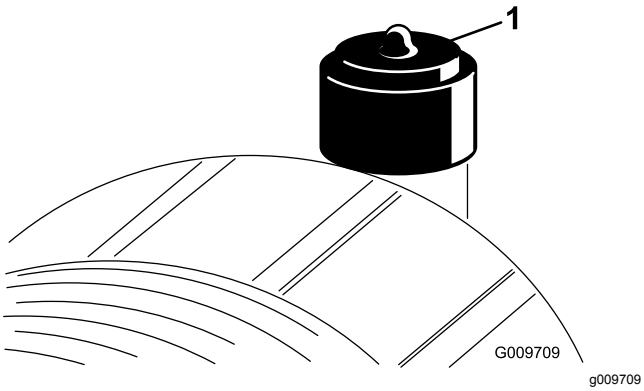

Figur 44
- Bytt ut luftrenserelementet når luftrenserindikatoren (Figur 44) lyser rødt. Ikke rengjør luftfilterelementet for mye.